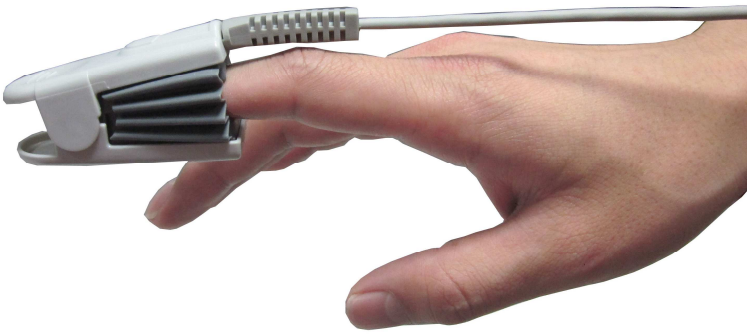

Figura 9-3 Introducerea degetului
2) Introduceți arătătorul, degetul mijlociu sau inelar în senzorul SpO_2 ca în figura 9-3.